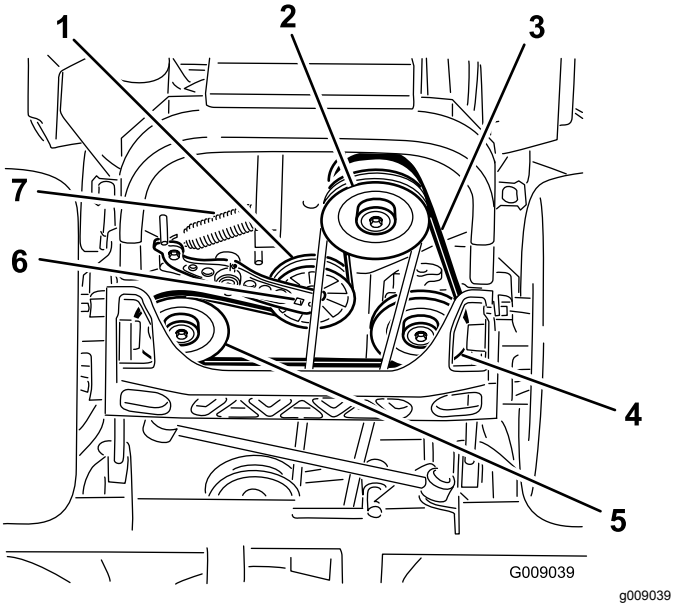

Figur 97
4. Løft opp maskinen og støtt den med jekkstøtter (Figur 97).
5. Bruk en skralle i det firkantede hullet i lederullarmen for å fjerne blindfjæren (Figur 97).
6. Hekt fjæren av rammen (Figur 97).
9. Bruk en skralle i det firkantede hullet i lederullarmen for å montere ledefjæren til rammen (Figur 97).